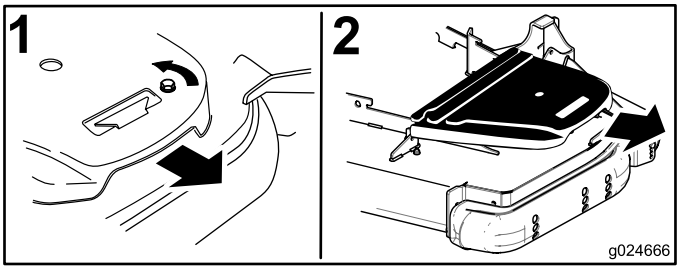

Figur 70
5. Fjern remskærmen af plastik (Figur 70).
4. Fjern remskærmene (Figur 70).